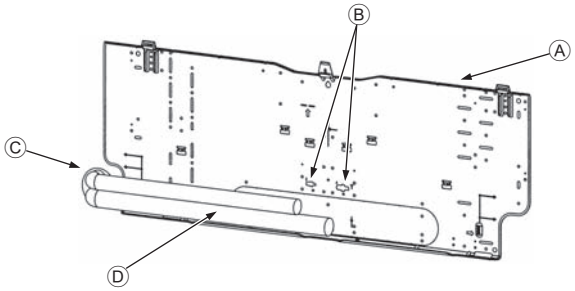

Fig. 3-5
3.3. Wenn Rohre in der Wand verlegt werden (Fig. 3-5)